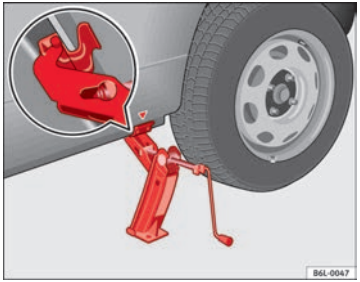

Fig. 139 Fitting the jack
– Align the jack so that the arm of the jack fits around the rib under the door sill and the movable base plate of the jack is flat on the ground ⇒ Fig. 139.